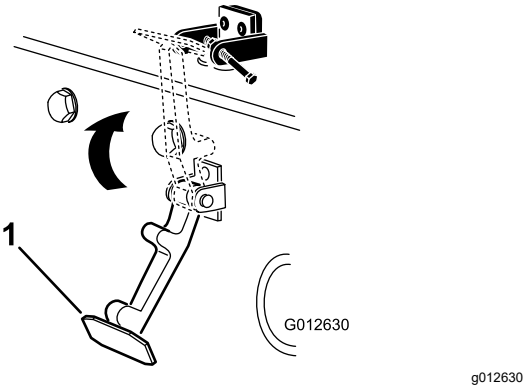

Figur 9
7. Kroka fast spärren på motorhuvslåsfästet (Figur 9).